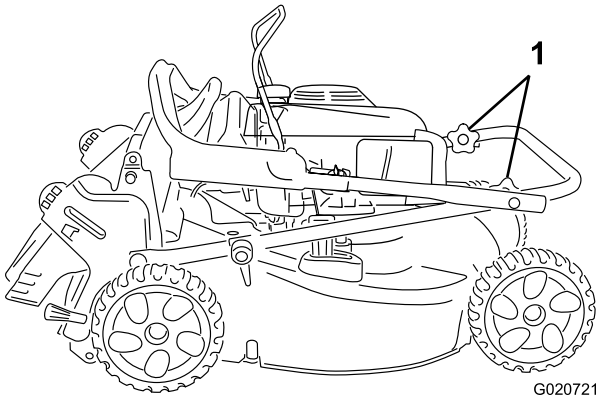

Figur 3
1. Lossa handtagsvreden (figur 3).